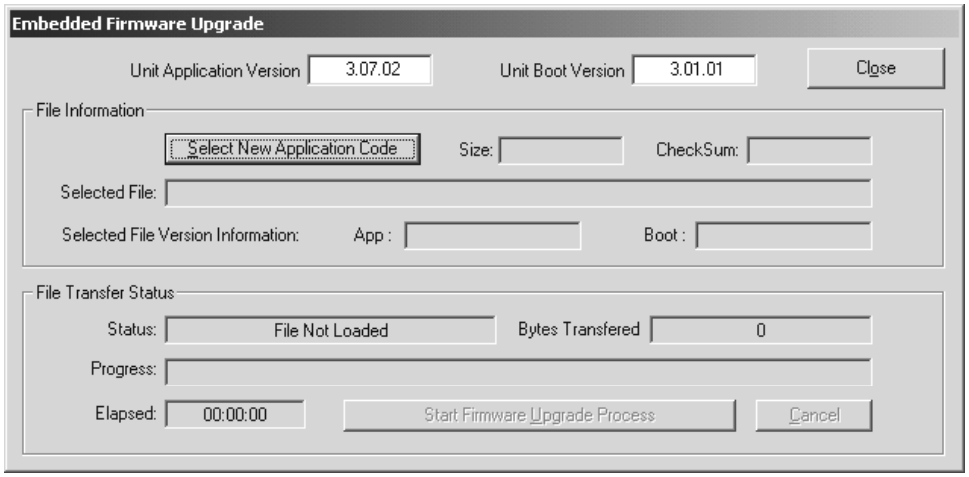

Figure 6-40. Embedded Firmware Upgrade Screen
3. Click **Configure** on the menu bar and click **Upgrade Embedded Firmware**. The Embedded Firmware Upgrade screen of Figure 6-40 will appear.